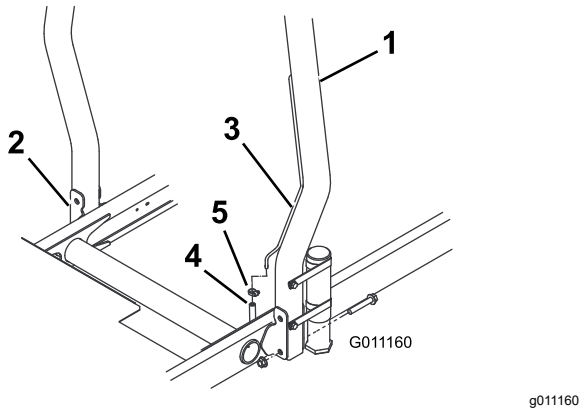

Rysunek 8
1. Należy opuścić pałąk na uchwyty montażowe kosiarki i zgrać otwory montażowe. Trzeba upewnić się, czy rurka odpowietrzająca na pałąku znalazła się z lewej strony maszyny (Rysunek 8).
2. Każdy z końców pałąka przykręć do jego wspornika montażowego dwoma śrubami kołnierzowymi i 2 przeciwnakrętkami (Rysunek 8). Dokręć elementy mocujące z momentem 81 N·m.